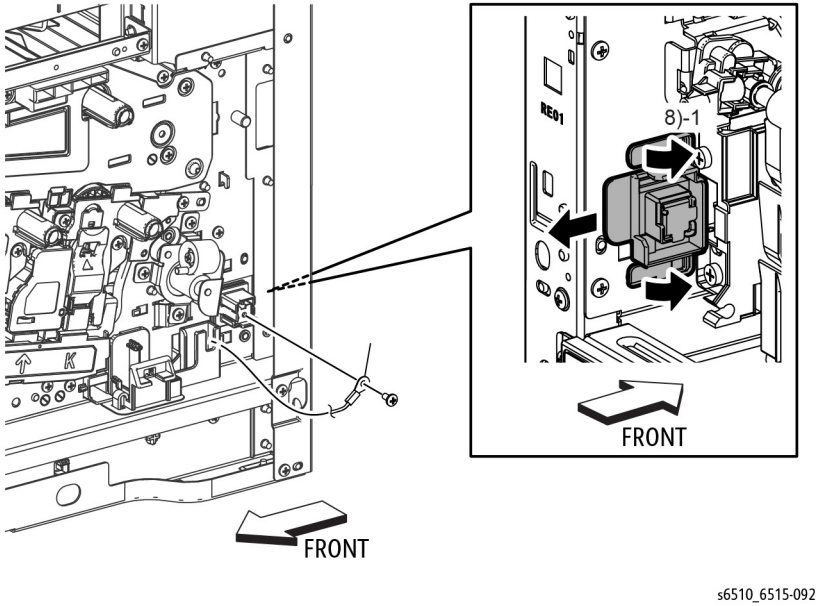

Figure 1 Remove the Second Bias Transfer Housing (MFP)
3. Refer to Figure 1 to remove the one screw (silver, M3x6mm) attaching the High Voltage Harness.
4. Refer to Figure 1 to release two hooks on the Second Bias Transfer Housing and remove the housing.